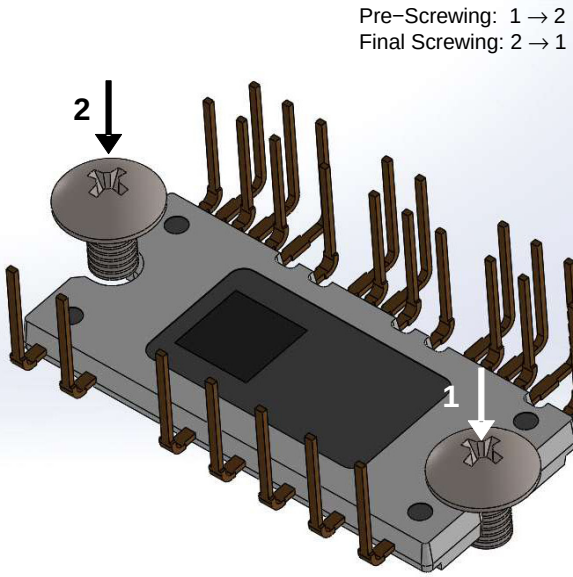

Figure 9. Mounting Screws Torque Order
7. Avoid one side tightening stress. Figure 9 shows the recommended torque order for mounting screws. Uneven mounting can cause the DBC substrate of package to be damaged. The pre−screwing torque is set to 20 ~ 30% of maximum torque rating.